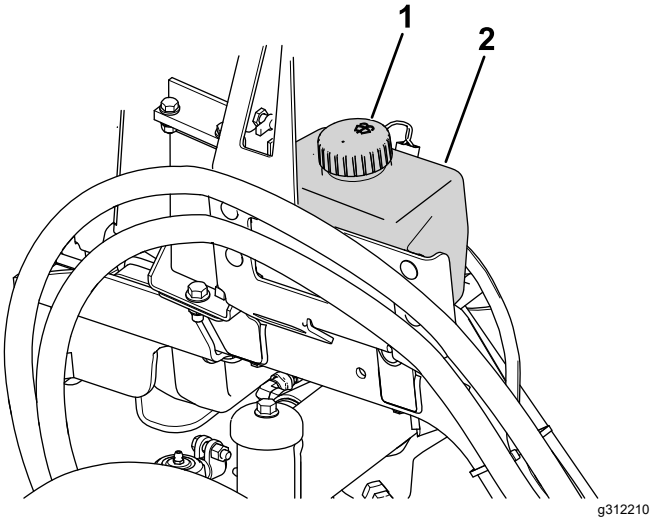

Figur 88
1. Skruva av behållarens lock (Figur 88).